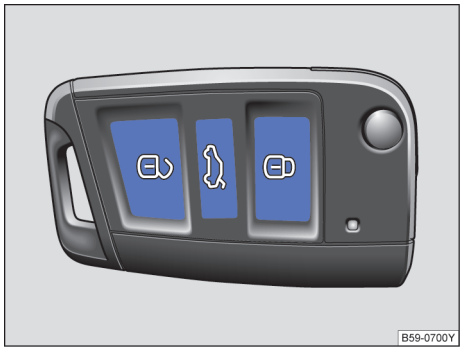
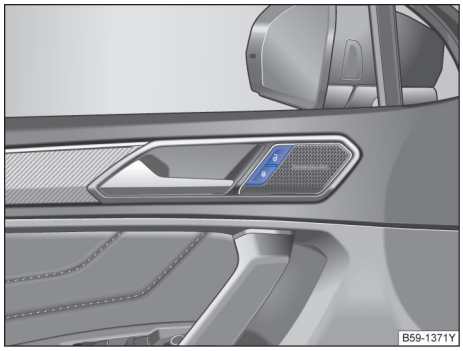

图 50 遥控钥匙上的按钮
图 51 驾驶员侧车门内：中央门锁按钮
行驶车速超过 15km/h 时汽车自动闭锁→ 第 33 页。闭锁汽车后中央门锁按钮里的指示灯 🔒 以黄色点亮→ 图 51。 ▶
如短时间内反复按压汽车钥匙上的按钮→图 50 或中央门锁某个按钮→图 51，则中央门锁系统将暂时关闭，防止系统过载。然后汽车处于解锁状态约 30 秒钟。在此期间，若未打开车门或行李厢盖，随后汽车将自动闭锁。 ◁
遥控钥匙上的按钮操作 →图 50：
按压按钮→图 51：
– 按压 按钮→ 图 51
如用另一把钥匙在车外闭锁汽车，则车内的钥匙将被锁止，无法启动发动机→ 第 123 页。如需使车内钥匙获得许可启动发动机，则可按压车内钥匙上的 按钮→ 图 50